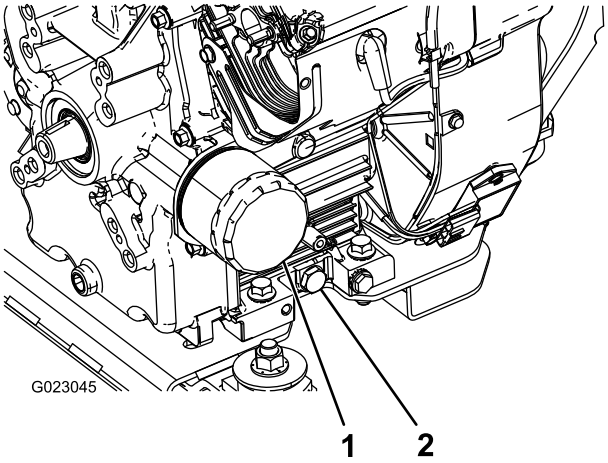

**Figuur 41**
5. Verwijder de aftapplug (Figuur 41).
2. Verwijder het oliefilter (Figuur 41).
5. Plaats het nieuwe filter op het filtertussenstuk. Draai het oliefilter rechtsom totdat de rubberen pakking contact maakt met het filtertussenstuk. Draai het filter vervolgens nog eens ½ slag (Figuur 41).